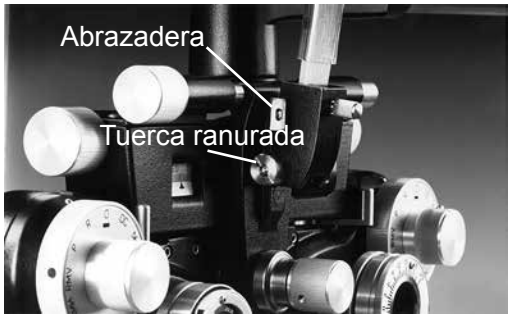

Figura MM-3 Conjunto de lentes para pruebas de cilindro cruzado
2. Con un segundo destornillador, ajuste la otra tuerca. Consulte la Figura MM-3.